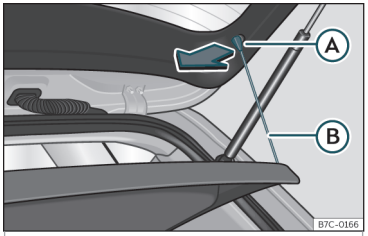

Fig. 110 În portbagaj: demontarea și montarea copertinei.
- Detașați chingile››› **fig. 110** Ⓑ din cârlige Ⓐ.
- Prindeți chingile››› **fig. 110** Ⓑ de hayon.